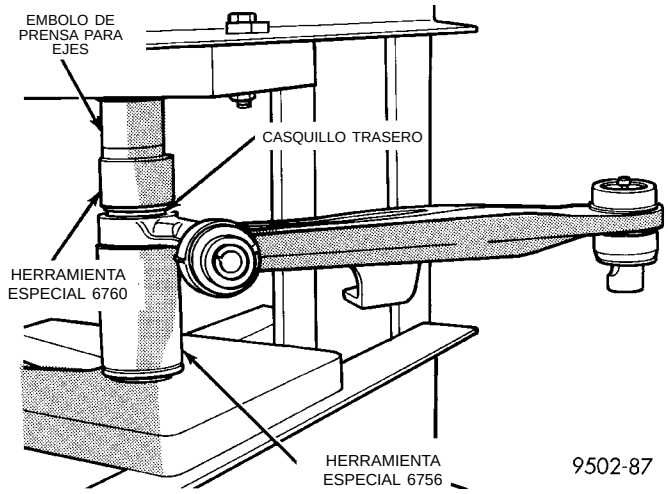

Fig. 79 Instalación del casquillo trasero
(2) Coloque el brazo de suspensión inferior en una prensa para ejes apoyada en el orificio del casquillo trasero, utilizando la Cubeta receptora, Herramienta especial 6556 (Fig. 79). Coloque en posición correcta el Extractor/instalador, Herramienta especial 6760, sobre el casquillo del brazo de suspensión trasero (Fig. 79).